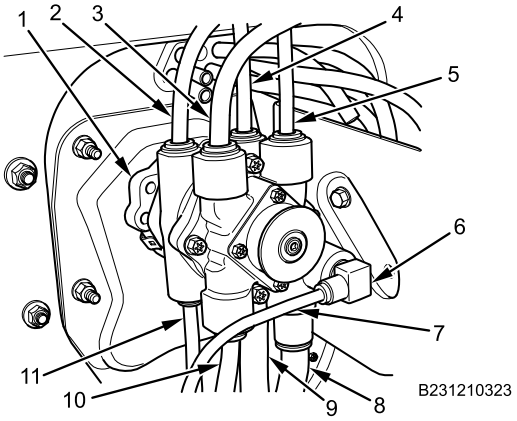

Figure 12. Foot Brake Valve Air Lines.
4. Connect small GREEN air line (Figure 12, Item 10) on foot brake valve (Figure 12, Item 1).
5. Connect small ORANGE air line (Figure 12, Item 9) on foot brake valve (Figure 12, Item 1).
6. Connect large GREEN air line (Figure 12, Item 8) on foot brake valve (Figure 12, Item 1).
7. Connect large ORANGE air line (Figure 12, Item 7) on foot brake valve (Figure 12, Item 1).
8. Connect small BLACK air line (Figure 12, Item 6) on angle fitting (Figure 12, Item 6) in foot brake valve (Figure 12, Item 1).
9. Connect small ORANGE air line (Figure 12, Item 5) on foot brake valve (Figure 12, Item 1).
10. Connect small GREEN air line (Figure 12, Item 4) on foot brake valve (Figure 12, Item 1).
11. Connect large ORANGE air line (Figure 12, Item 3) on foot brake valve (Figure 12, Item 1).
12. Connect small GREEN air line (Figure 12, Item 2) on foot brake valve (Figure 12, Item 1).